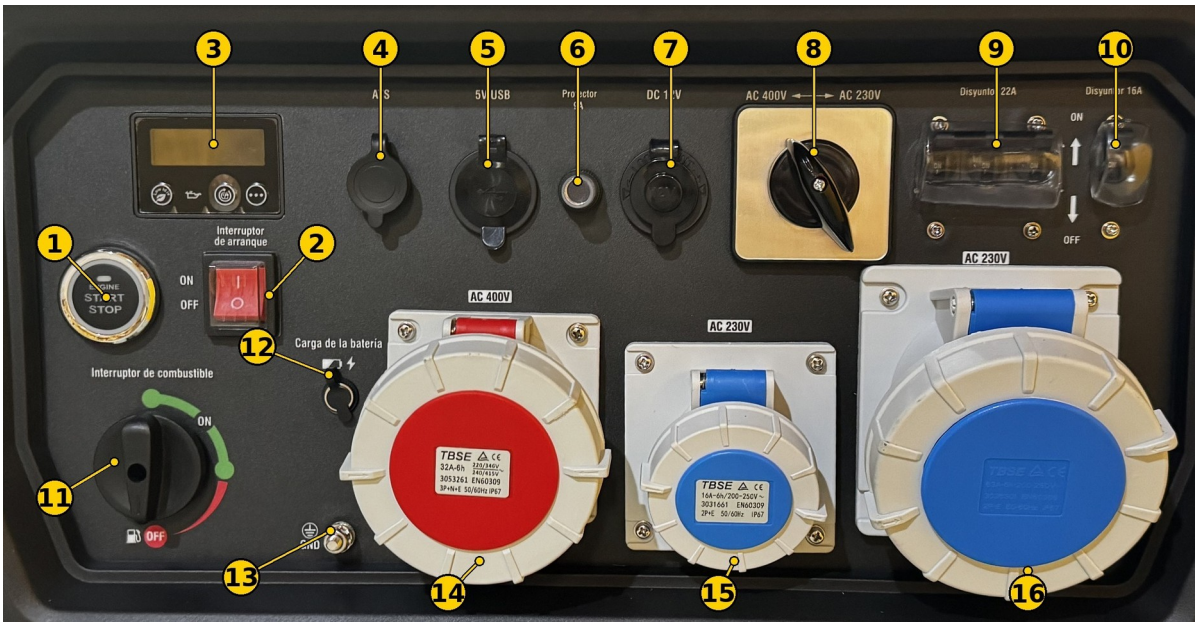

FIG. 3 — Painel de controlo
1) Verifique se o interruptor de arranque (FIG. 3, n.º 2) está em OFF.